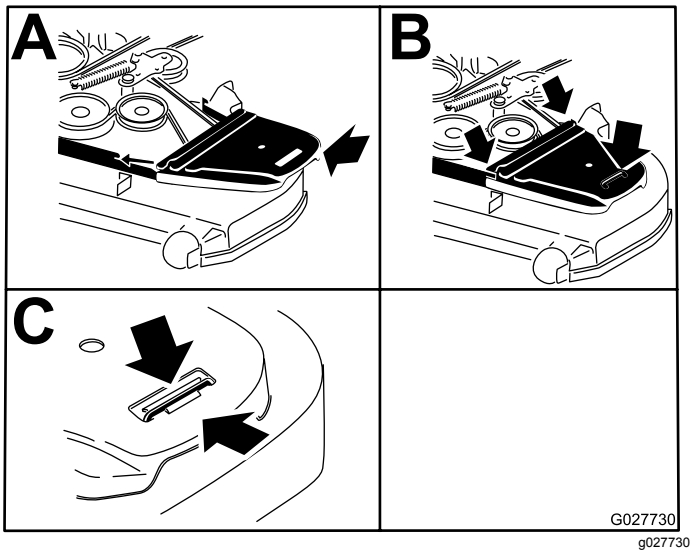

Figur 85
12. Monter remskærmene (Figur 85).
Flangemøtrikken kan justeres, så bevægelses-håndtaget får en bedre modstand, når det flyttes til den NEUTRALE LÅSEPOSITION. Se Figur 85 for at få oplysninger om justeringsmulighederne.